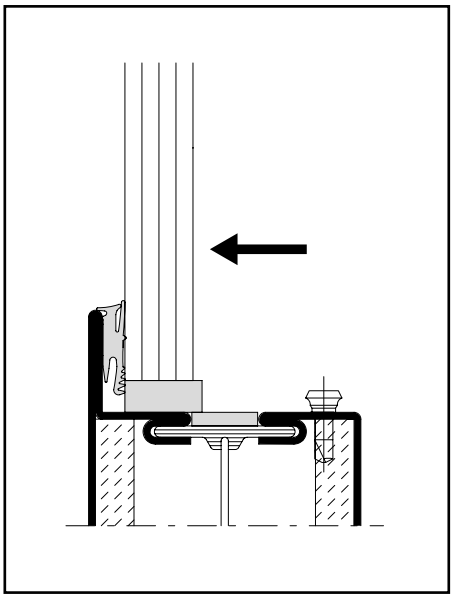

Abb. 15 / Fig. 15 / Fig. 15
– Glaselement einsetzen, in Richtung Anlagedichtung drücken und verklotzen (Abb. 15).
– Poser le vitrage en pressant en direction du joint et le caler (fig. 15)
– Insert the glazing element, press in the direction of the glass contact weatherstrip and insert pads (Fig. 15).